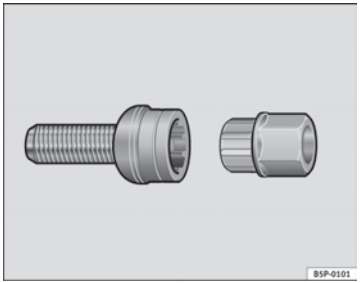

Fig. 196 Anti-theft wheel bolt
– Insert the adapter onto the wheel bolt and push it on as far as it will go ⇒ fig. 196.